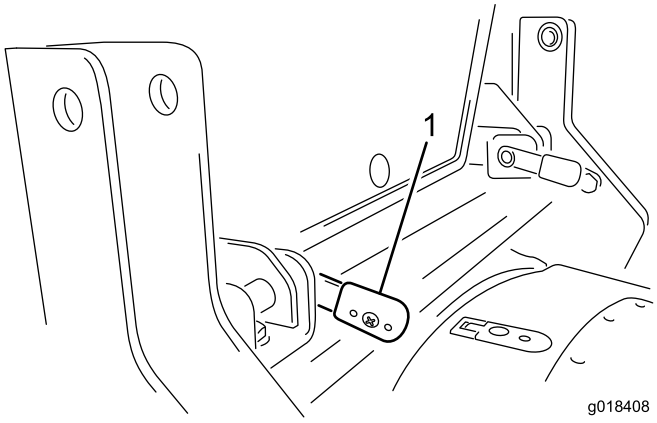

Figur 15
4. När spakarna har förts in helt vrider du dem bakåt för att låsa dem på plats (Figur 15).